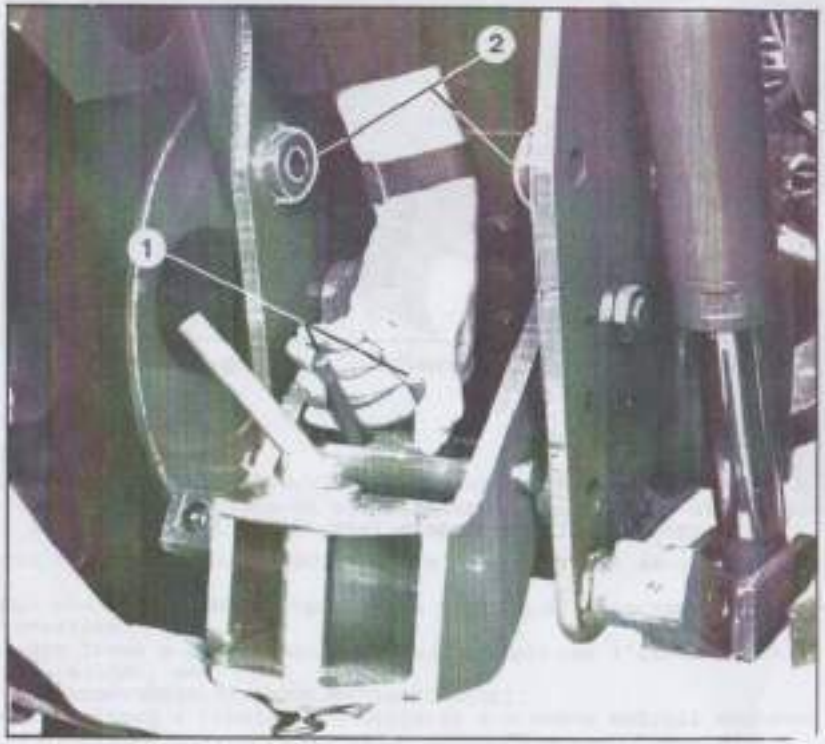

Fig. 8. Sollevamento del gancio di traino
1. Stringere le due levette (1 fig. 8) e ruotare il gancio portandolo nella posizione superiore.
2. Liberare le due levette e controllare che i due perni ad esse collegati entrino nei fori di riscontro superiori (2, fig. 8)